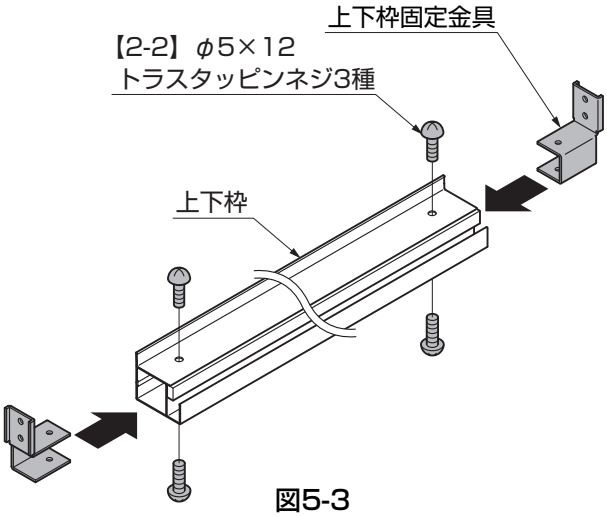

図5-3
①上下枠固定金具を上下枠に【2-2】で取付けてください。（図5-3参照）